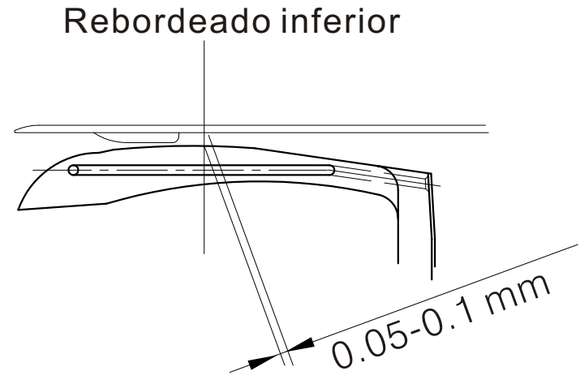

Fig. 47
(3) El espacio desde el rebordeado inferior hasta la parte superior del bucleador es de 0.05-0.1 mm. (Fig. 47)